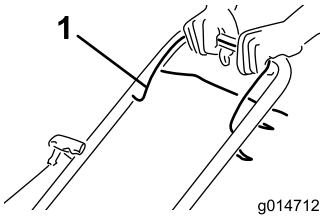

Figur 15
1. Hold knivkontrollbøylen (Figur 15) mot håndtaket.